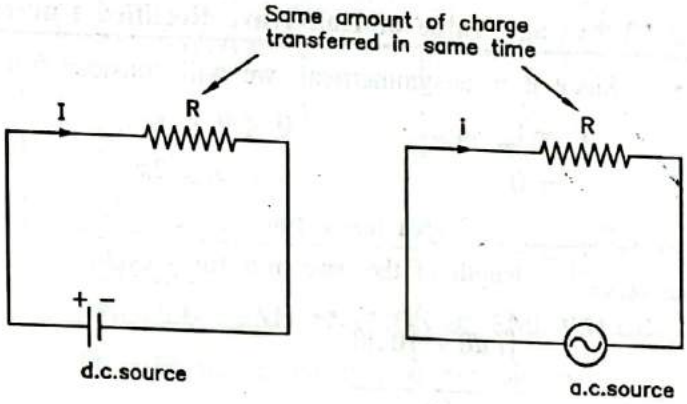

**FIG. 2.13(a) : EXPLANATION OF AVERAGE VALUE**
(1) Average value of alternating current [December-2016]
- Fig. 2.13(a) gives the explanation of average or mean values.